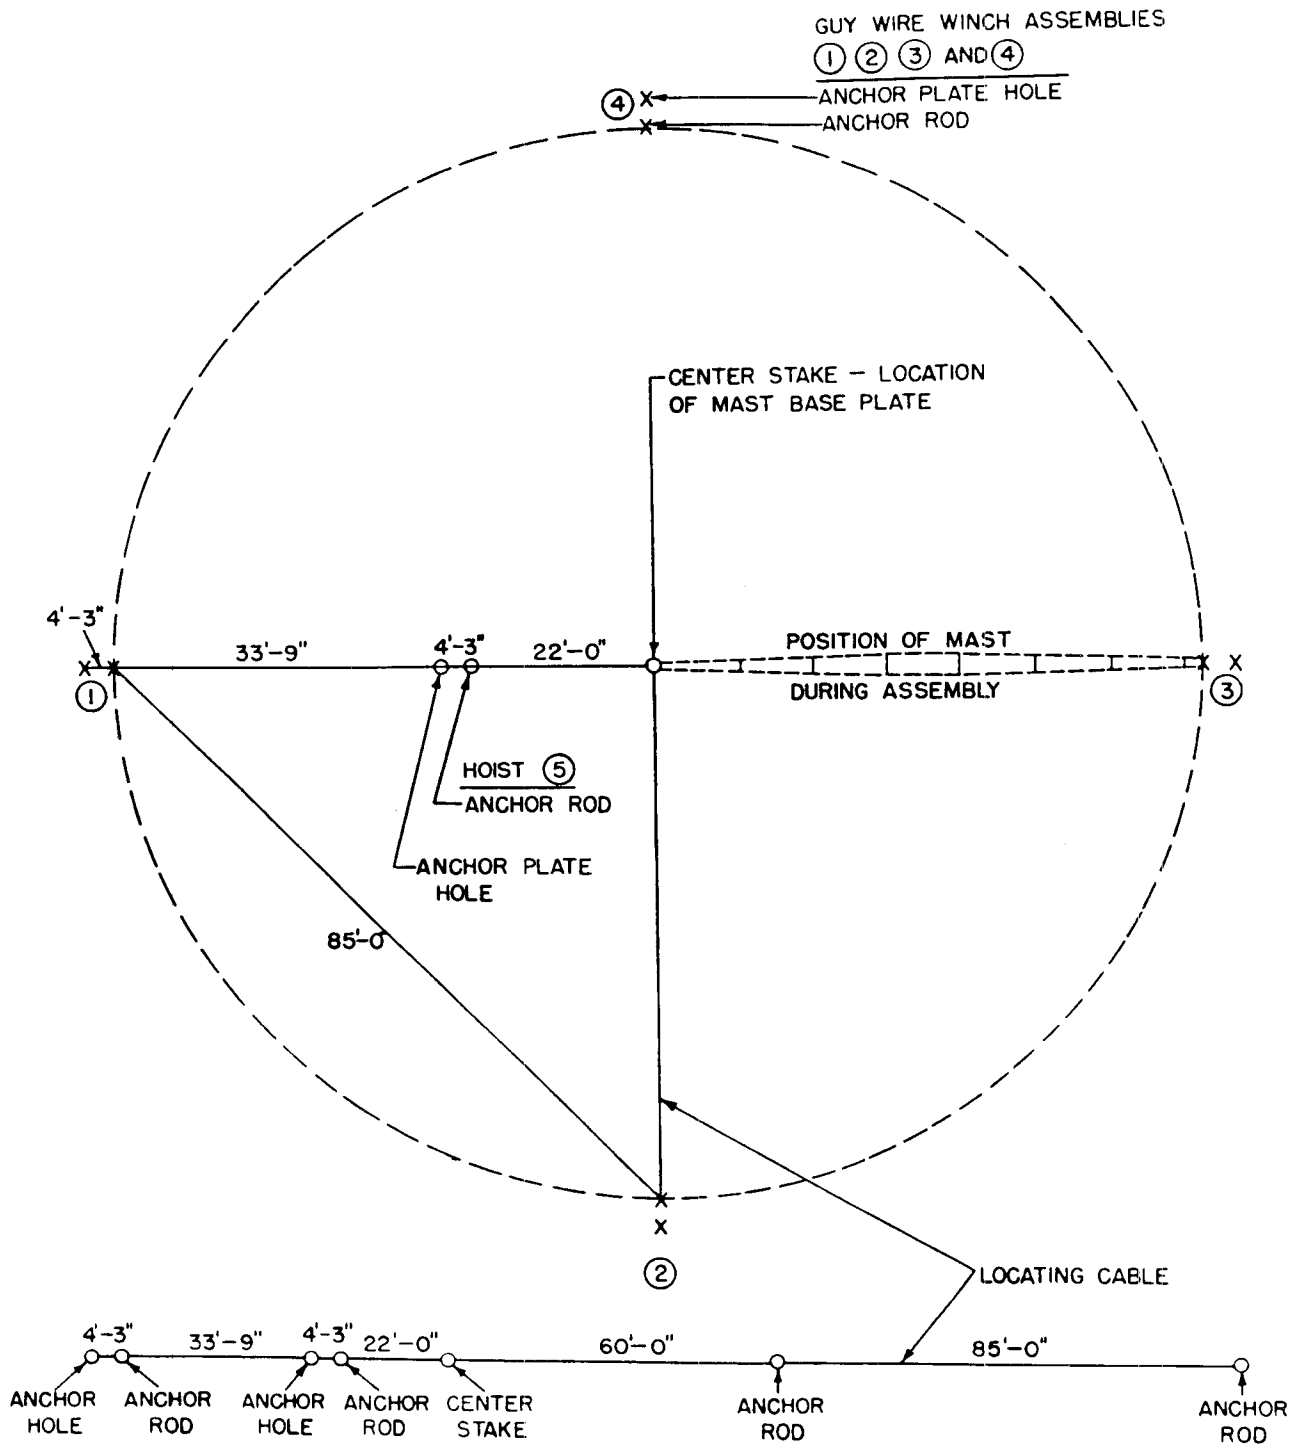

*Figure 208. Anchor rod and plate hole locations.*
*b. Mast Area Layout.* Refer to figures 208 and 209.
(1) All anchor rods and anchor plate holes should be determined with respect to the center stake, which is the predetermined location of the mast base plate.
(2) The guy wire winch anchor rods 1, 2, 3, and 4, in figure 208 are each located 60 feet from the center stake and at 90° angles.
(3) Anchor rods 1 and 3 should be alined in the direction in which the mast is to be assembled and erected.
(4) The side anchor rods 2 and 4 should be located on a line that is perpendicular to the line joining anchor rods 3 and 1.
(5) The hoist anchor rod 5 should be located 22 feet from the center stake in line with anchor rods 1 and 3, and in the direction opposite to the mast when it is laid out on the ground for assembly as shown in figure 208.
(6) Each anchor plate hole should be 4 feet 3 inches behind its anchor rod with respect to the center stake.
(7) These distances may be determined by using the locating cable (fig. 208). The locating cable has seven loops which, when the cable is used properly, enable the crew to quickly and accurately determine the locations of the anchor rods and anchor plate holes.
*a. Determining Location of Anchor Rods, etc.* (fig. 208).